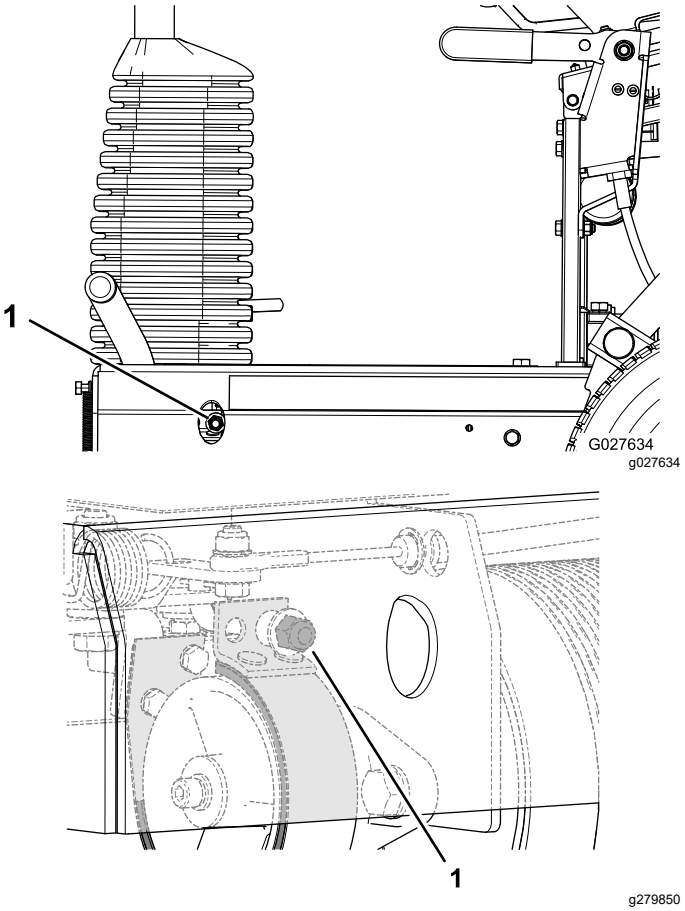

Рисунок 34
- Чтобы увеличить тормозное усилие, поверните контргайку тормоза по часовой стрелке (Рисунок 34).
- Чтобы уменьшить тормозное усилие, поверните контргайку тормоза против часовой стрелки (Рисунок 34).